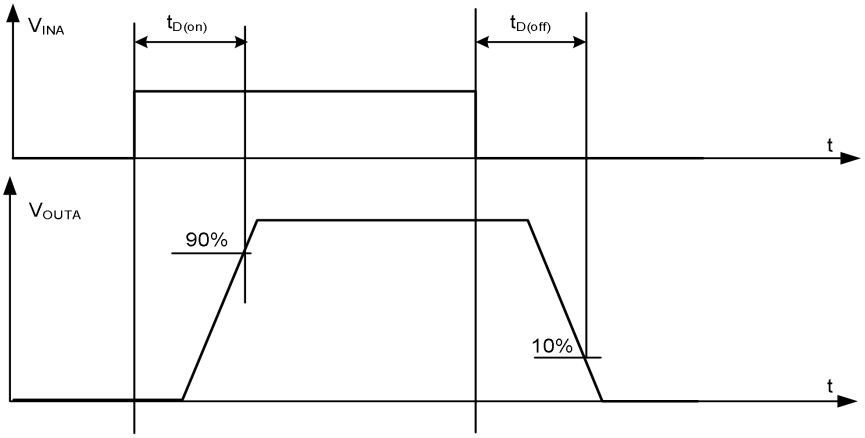

*Figure 5. Definition of the high-side switching times*
(5) See Figure 5.
(6) Guaranteed by design.